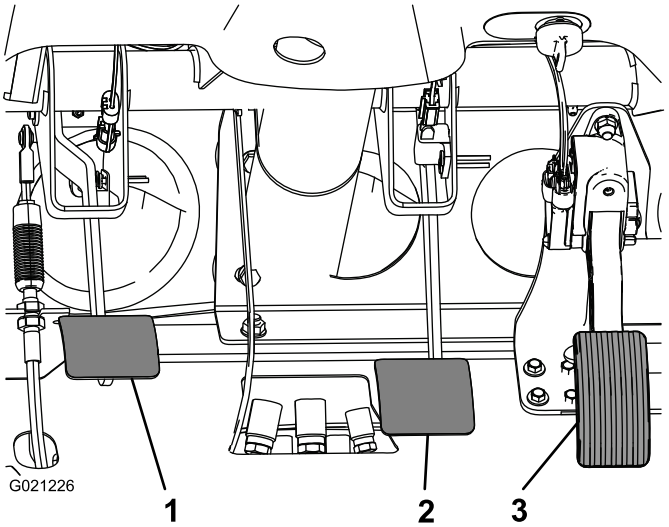

Figur 65
2. Lätta på bromspedalen (Figur 65) tills den vidrör ramen.
3. Lossa låsmuttrarna som håller oket till huvudcylinderaxeln (Figur 65).